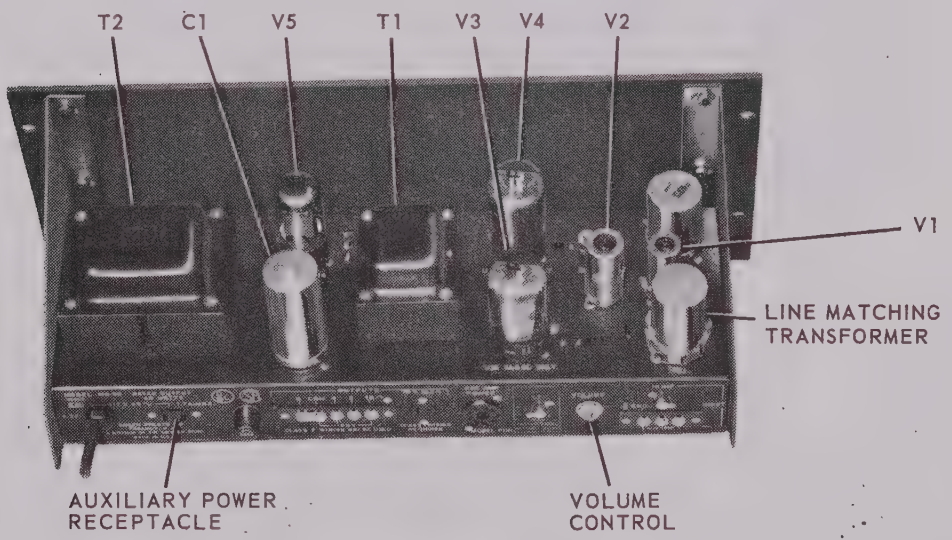

Fig. 4-11 Model A-10 Filter Driver Amplifier
e. Model A-10 (MO-30) Filter Driver Amplifier.(refer to figure 4-11 and drawing 42521)